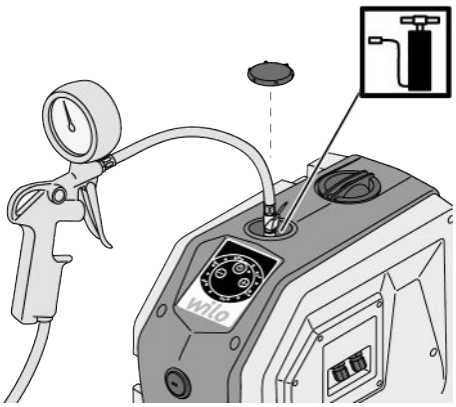
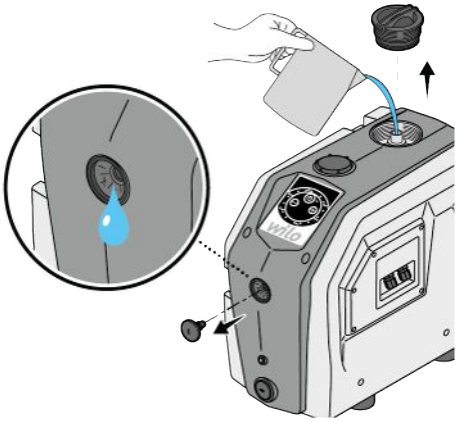

Fig. 7: Fylle membrantanken
Fig. 10: Fylling
1. Lukk stengeventilen (Fig. 7 – Pos. 1, 2) på suge- og trykksiden.
1. Trykk betjeningsknappene «+» og «–» samtidig i 5 sekunder (Fig. 10) hvis produktet er installert i sugedrift (Fig. 7).